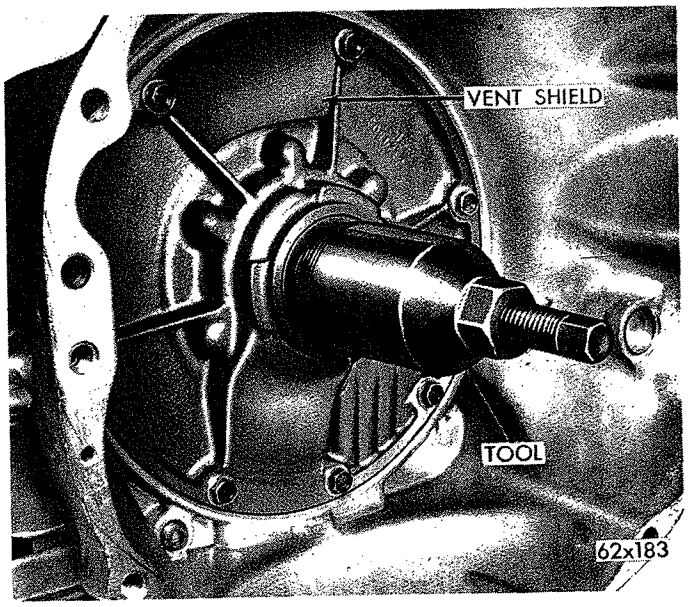

*Fig. 52—Removing Pump Oil Seal*
**NOTE: The vent shield is not used or required on the A-904-G and A-904-LA pumps. See Figures 52 and 53.**
(1). **A-904-G and A-904-LA:** Screw seal remover Tool C-3758 into seal (Fig. 52), then tighten screw portion of tool to withdraw the seal.